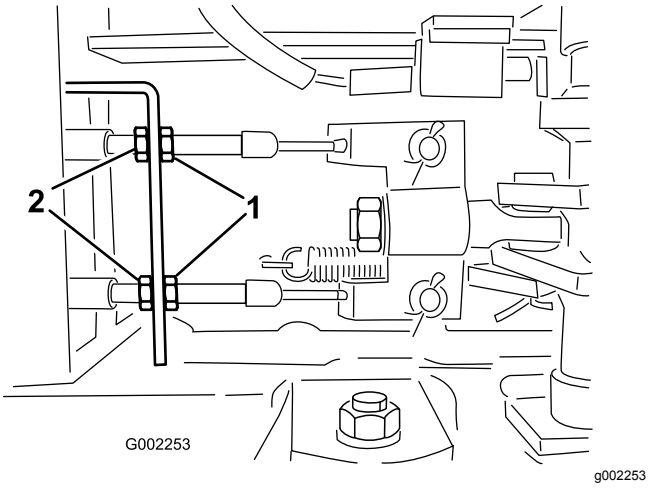

Figur 87
5. Lukk tappeventilen (Figur 87).
5. Løsne de fremre mutterene på bremsekablene under den fremre enden av sprederen (Figur 87).
6. Trekk til de bakre mutterne like mye til bremsepedalen beveger seg mellom 1 og 2 cm før du kjenner motstand (Figur 87).